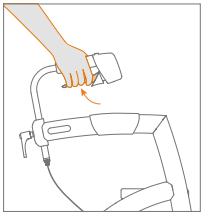

Abbildung 20: Bremsen.
b. Möchten Sie bremsen? Betätigen Sie die Handbremsen **(Abbildung 20)**.